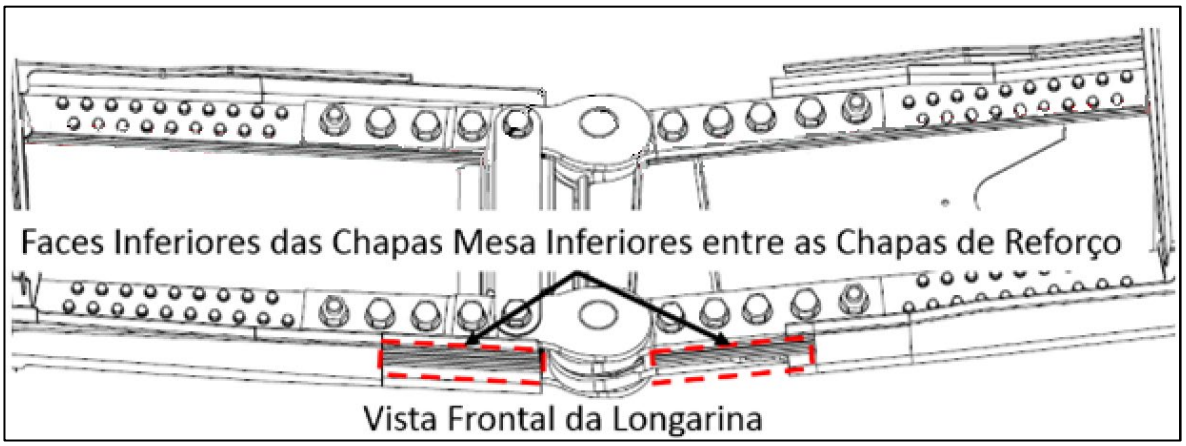

FIGURA 4 – Inspeção das chapas mesa.
2.3.1.2. Inspecione as faces inferiores das chapas mesa inferiores, conforme Figura 4.